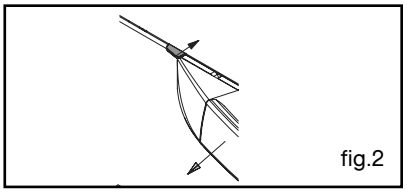

fig.2
-Skub håndtaget, og åbn lågen (fig.2).